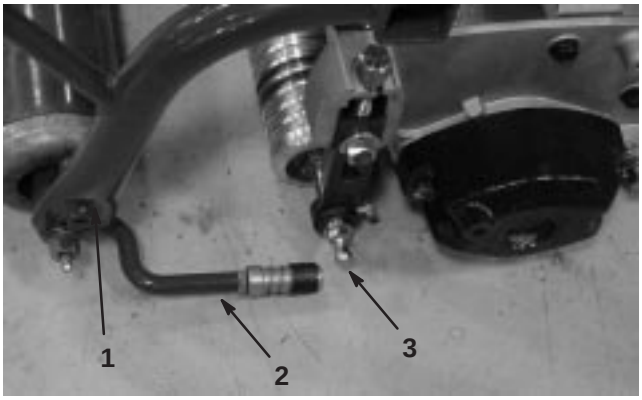

**Figure 10**
2. Mount a washer and ball stud to each end of the front roller on the cutting units (Fig. 10).